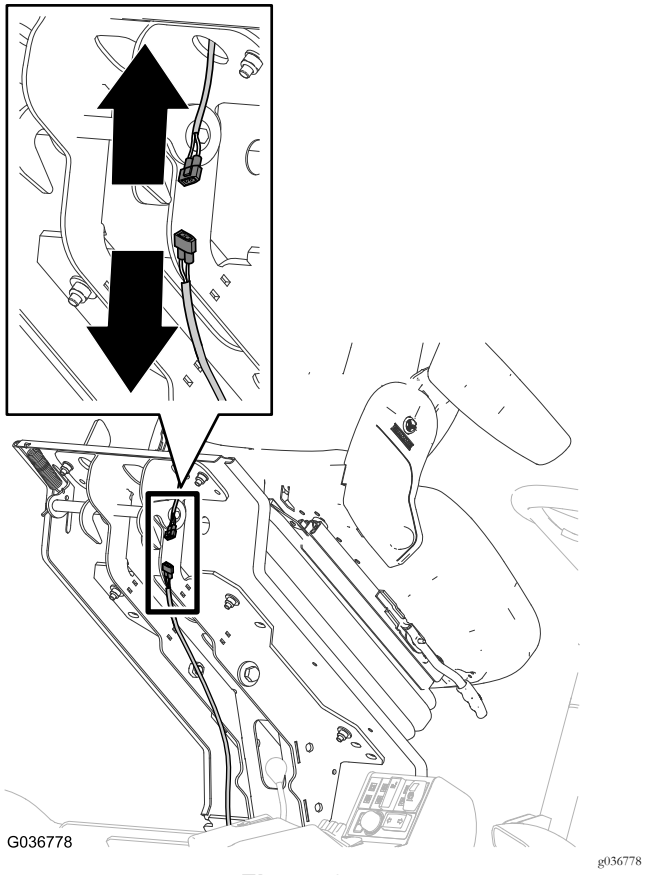

Figura 8
1. Desconecte el conector del arnés de cables del interruptor del asiento del conector del arnés de cables de la máquina (Figura 8).